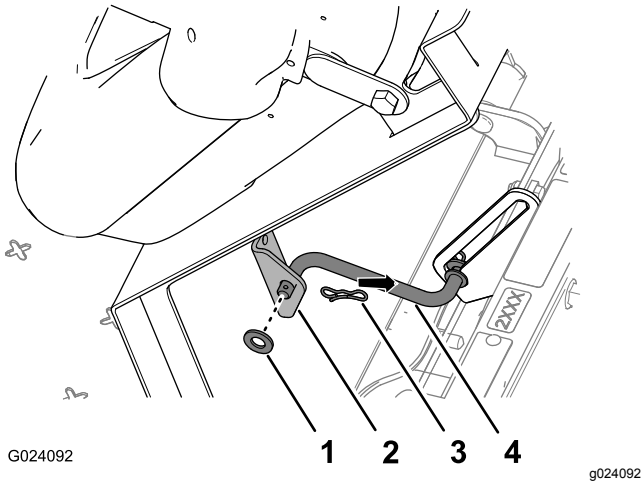

Figur 4
2. Afmonter låseclipsen, der fastgør støttepinden til beslaget i bunden af sædepladen (Figur 4).